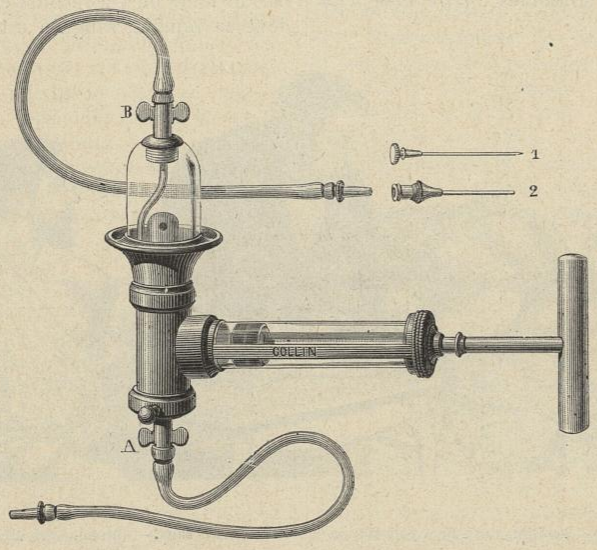
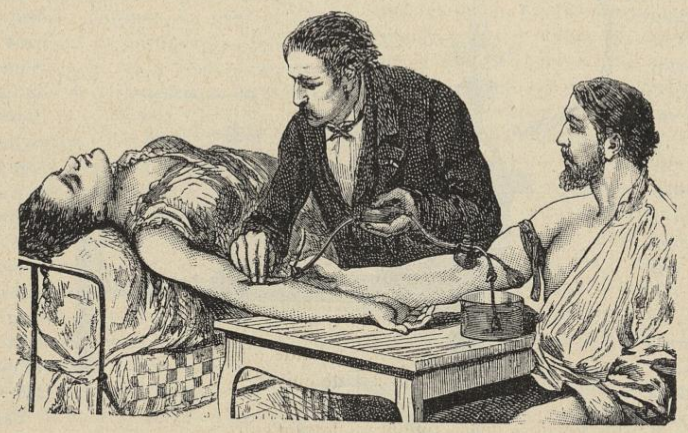

Fig. 249. — Transfuseur du professeur Dieulafoy.
Fig. 250. — Position des sujets pour la transfusion directe du sang. — (Dictionnaire Jaccoud.)
C'est à la suite de nombreuses expériences, pratiquées sur les animaux, et de nombreux perfectionnements de l'outillage employé, que la transfusion est devenue ce qu'elle est aujourd'hui, c'est-à-dire une opération bien réglée et facile à réaliser. Les premiers expérimentateurs, *Lower* par exemple, se servaient de tubes qu'ils formaient d'une série de tuyaux de plumes, emboîtés les uns dans les autres. Puis on eut recours à des tubes en métal et enfin à des tubes en caoutchouc. Ces tubes, armés à chacune de leurs extrémités d'un petit *trocart* (2) (1et 2 fig. 249), permettent de faire passer directement le sang de la veine du sujet qui le fournit dans celle de celui qui le reçoit, et de pratiquer ainsi *directement* la transfusion appelée *transfusion immédiate,* sans qu'il y ait contact du liquide sanguin avec l'air. On a récemment ajouté sur le trajet du tube dont nous venons de parler un appa-
(1) Nous devons pourtant citer de nouvelles tentatives qui furent faites par Michel Rosa, en Italie; par James Blundell, en Angleterre; par Diffenbach et Bischoff, en Allemagne.
(2) Le *trocart* est un petit tube creux à extrémité effilée (voir 1 et 2 fig. 249).
reil propulseur du sang, mettant l'opéré à l'abri de tout danger (fig. 249). Parmi ces instruments perfectionnés, celui du professeur *Dieulafoy* (fig. 249) occupe, sans conteste, la première place.
Lorsqu'on va faire l'opération, il faut commencer par chauffer le transfuseur à une certaine température (40° environ); cela fait, on cherche sur le bras du sujet qui fournit son sang une veine bien apparente et l'on enferme le trocart du tube A (fig. 249) dans ce vaisseau, au-dessous d'une ligature circulaire du bras; le sang pénètre alors dans le réservoir. A l'aide de quelques coups de piston, on amorce complètement l'appareil jusqu'à ce que le sang s'écoule par le trocart du tube B. Ce trocart est à son tour introduit de bas en haut dans une veine du bras du patient, et il est dès lors facile de faire pénétrer dans ce vaisseau, à l'aide du piston de l'appareil propulseur, la quantité de sang que l'on s'est proposé d'injecter (fig. 250).